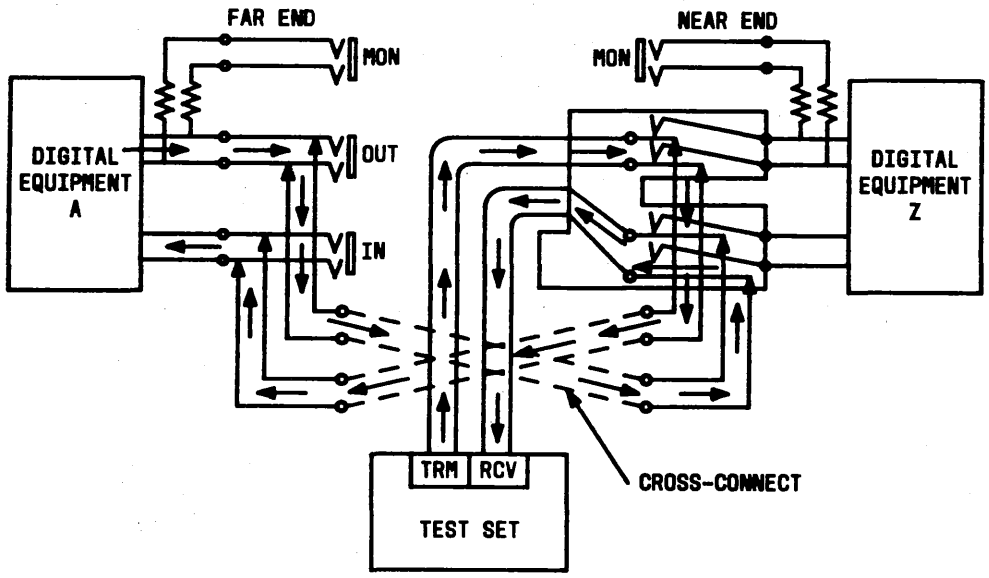
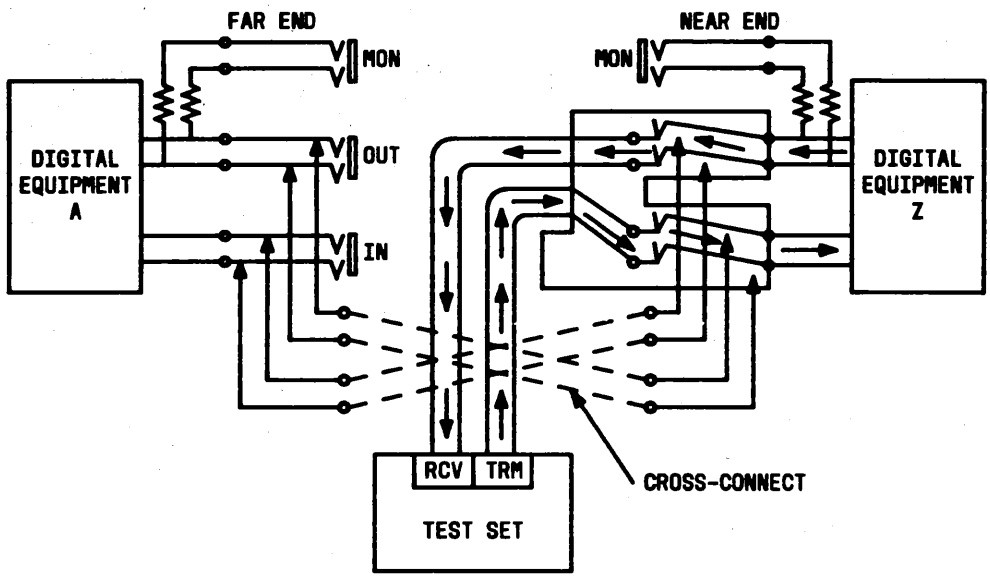

Figure 2. 800PGY and 800PHY Blue Test Cord Schematic
Figure 3. 800GY and 800HY White Test Cord Schematic
2.02 These Blue Test Cords along with the standard 800GY and 800HY White Test Cords allow full testing of a DS1/1C circuit from a single jack location. Plugging into the **IN** and **OUT** jacks with these Blue Test Cords establishes a transmission path throught the cross-connect to the digital equipment at the far end, while disconnecting the transmission path to the digital equipment terminated on the back of the block. (See Figure 2.) This is the exact opposite of what happens when a standard 800GY or 800HY White Test Cord is inserted. (See Figure 3.) A unique benefit of using the Blue Test Cord is that you include all of the cross-connect wire and tie-pair cabling in the test, a capability not available from longframe (310) or bantam-type plugs.